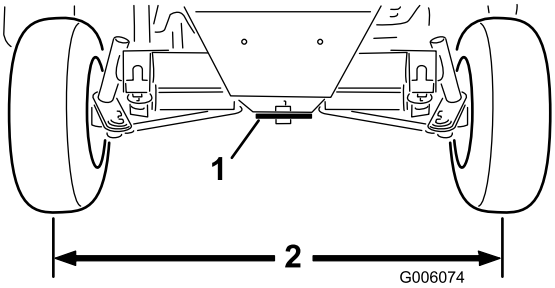

Figuur 58
2. Draai de contramoeren aan beide spoorstangeinden los. Stel beide spoorstangen af totdat de afstand hart-op-hart aan de voorzijde en achterzijde van de achterwielen gelijk is (Figuur 58).